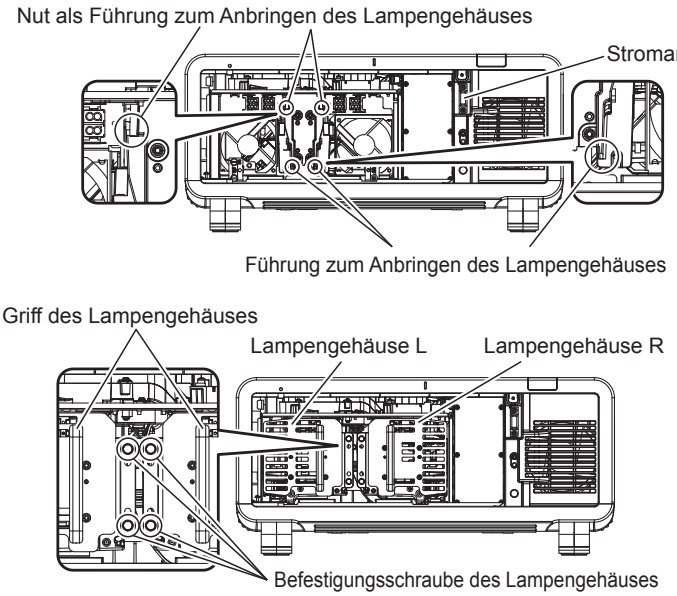

Abb. 1
3) Bringen Sie das Lampengehäuse an. (Abb. 1)